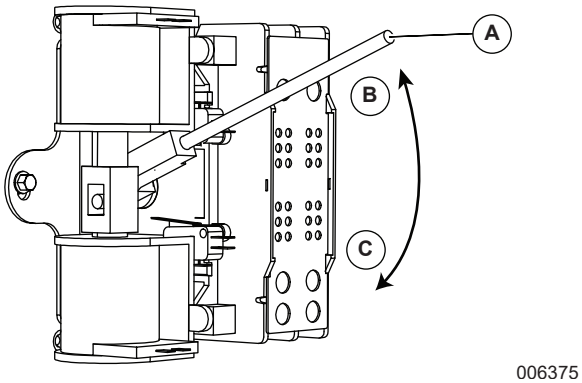

Figure 4-3. Manual Transfer Switch Operation (Typical)
4. See ***Figure 4-3***. Use the manual transfer handle (A) inside the transfer switch to set main contacts to STANDBY (loads connected to standby power source) (C).
5. See ***Figure 4-3***. Use the manual transfer handle inside the transfer switch to set main contacts to UTILITY (loads connected to utility power source) (B).